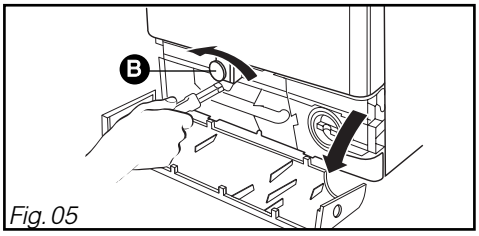

Fig. 05
– Dévissez, à l'aide d'une clé de 10, la vis de maintien de la **bride "avant"** B en plastique rouge *(Fig. 05).*